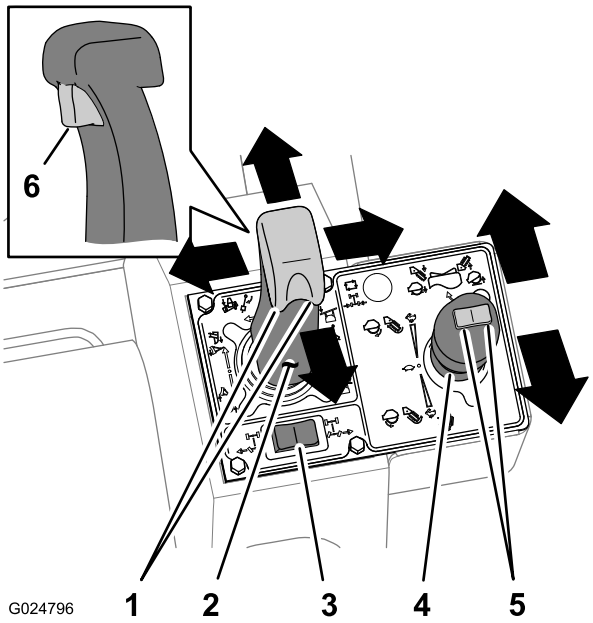

Figure 15
- Poussez le levier multifonction en avant pour abaisser la lame de remblayage ou l'enfouisseuse, ou tirez-le en arrière pour relever la lame ou l'enfouisseuse (Figure 15).
- Déplacez le levier multifonction vers la gauche pour incliner la lame de remblayage à gauche, ou vers la droite pour incliner la lame à droite (Figure 15).
- Tournez la commande au pouce à gauche pour orienter la lame de remblayage à gauche, ou tournez la commande à droite pour orienter la lame à droite (Figure 15).
- Tournez la commande au pouce à gauche pour diriger l'enfouisseuse vibrante vers la gauche, ou tournez la commande à droite pour diriger l'enfouisseuse vers la droite (Figure 15).
- Tirez la gâchette du levier multifonction pour faire flotter la lame de remblayage en haut ou en bas (Figure 15).
- Tirez le levier en arrière pour démarrer la vibration de la lame de l'enfouisseuse (Figure 15).
- Tirez le levier plus en arrière pour augmenter la vibration (Figure 15).
- Rapprochez le levier de la position point mort pour réduire et arrêter la vibration (Figure 15).
- Poussez le levier de commande en avant pour faire tourner la chaîne d'excavation en avant (Figure 15).
- Poussez le levier plus en avant pour augmenter la vitesse de la chaîne (Figure 15).
- Amenez le levier de commande au point mort pour arrêter la chaîne de trancheuse (Figure 15).
- Appuyez sur la gauche de la commande pour abaisser la flèche de l'accessoire (Figure 15).
- Appuyez sur la droite de la commande pour élever la flèche de l'accessoire (Figure 15).